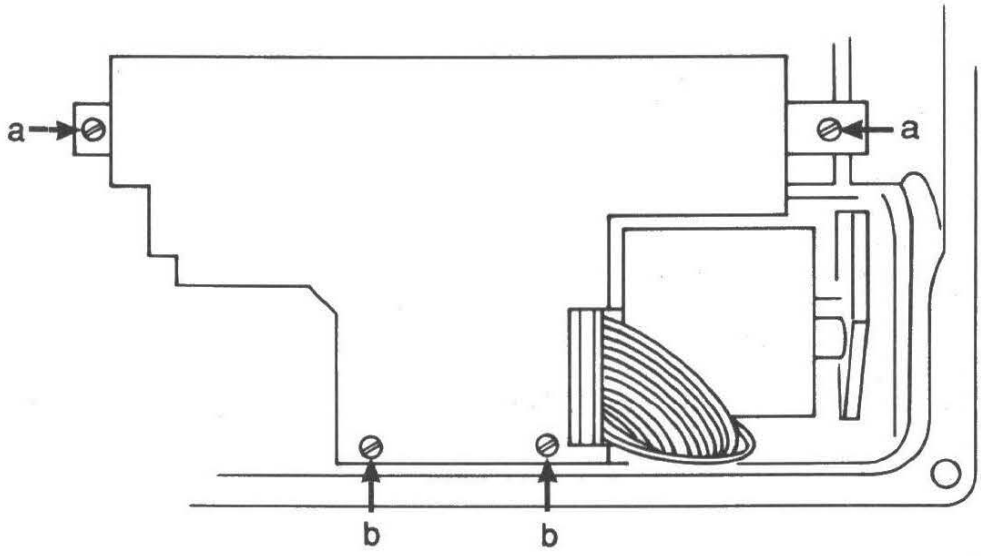

Fig 23 Befestigung LETE
- 4 Schlitzschrauben (a und b) lösen, siehe Fig 23
- Anschlüsse an Klemmenleiste flach an Wannenrückseite anlegen und zwischen Kurbelinduktor und Wannenboden nach oben kommen lassen, siehe Fig 23 (Bei schlechter Kabelverlegung klemmt die LETE)
- 4 Schlitzschrauben M3 festziehen (a und b in Fig 23)